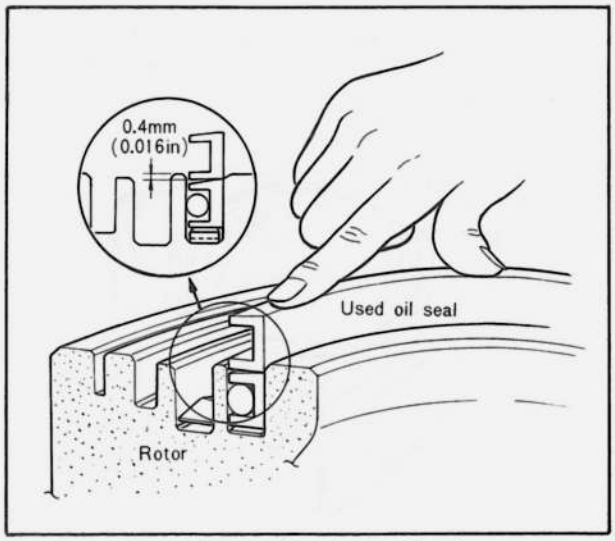

Fig. 1–53 Installing inner oil seal
5. Press the inner oil seal by using a used inner oil seal so that the lip surface of the oil seal sinks into a position approximately 0.4 mm (0.016 in) below the surface of the rotor, as shown in Fig. 1–53.